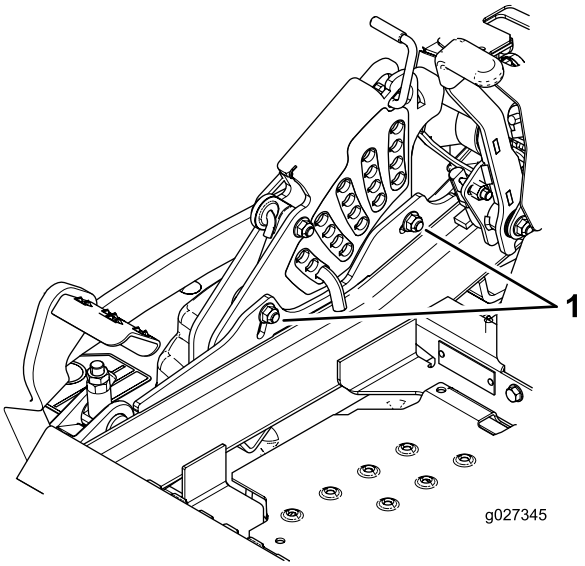

Figur 90
12. Løsn de 2 bolte nederst på klippehøjdepladen for at justere enkeltpunktssystemet. Se Figur 90.
14. Stram de 2 bolte nederst på klippehøjdepladen (Figur 90). Tilspænd til et moment på 37 til 45 N·m.